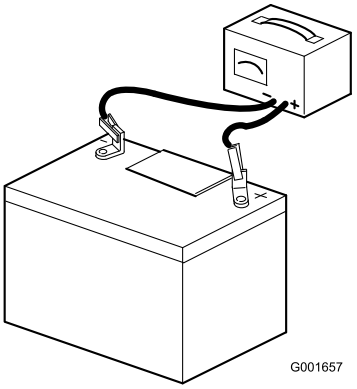

Figur 5
7. Anslut en 3 till 4 A batteriladdare till batteripolerna (Figur 5). Ladda batteriet med 3 till 4 ampere under 4 till 8 timmar.